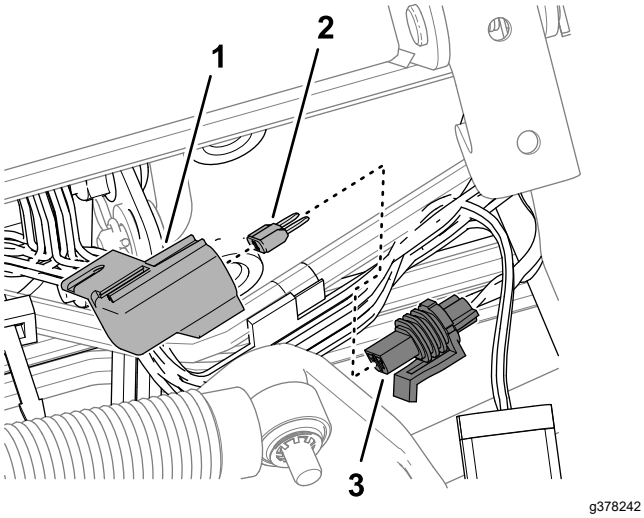

Figur 104
3. Ta bort hättan från den inbyggda säkringshållaren som är märkt 10 A TELEMATIKSÄKRING (Figur 104).